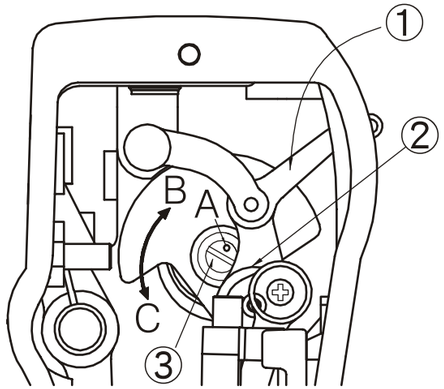

Fig. 2
2. Vea el Ajuste de la placa de partes del proveedor de aceite (Fig. 2)